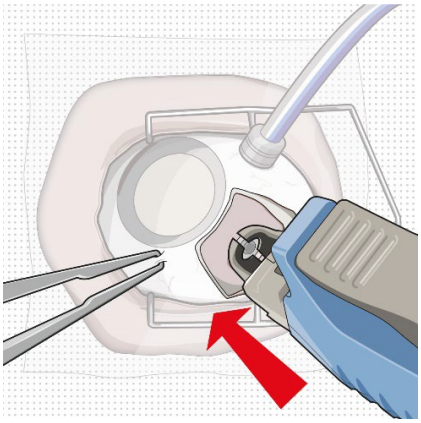

Figure 42
- Gently press the closed gripper tips against the **center** of the implant to seat the implant flush against the sclera (Figure 42).